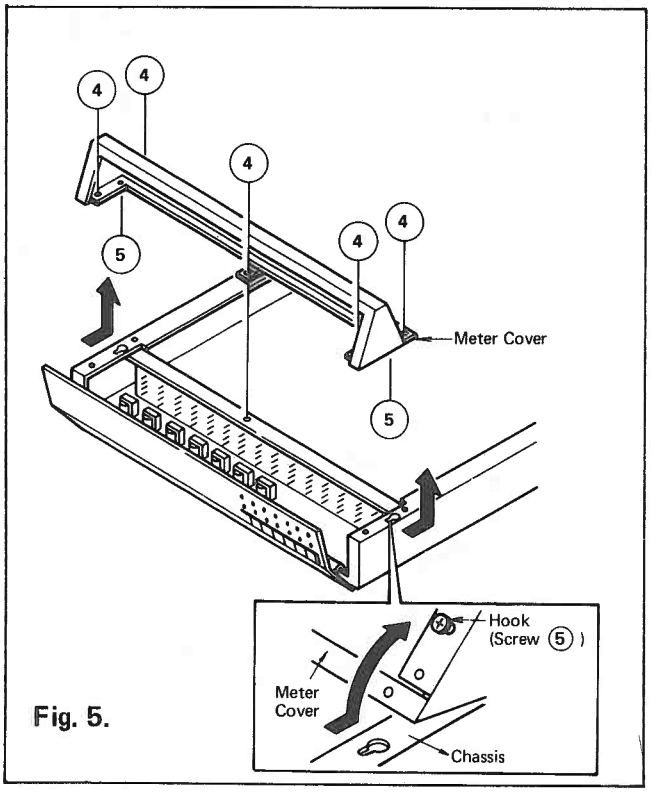

Fig. 5.
- Remove five screws ④ holding the meter cover. (Fig. 5)
- Pull the meter cover forward, remove the hook (screw ⑤), then lay it down in front of the meter.